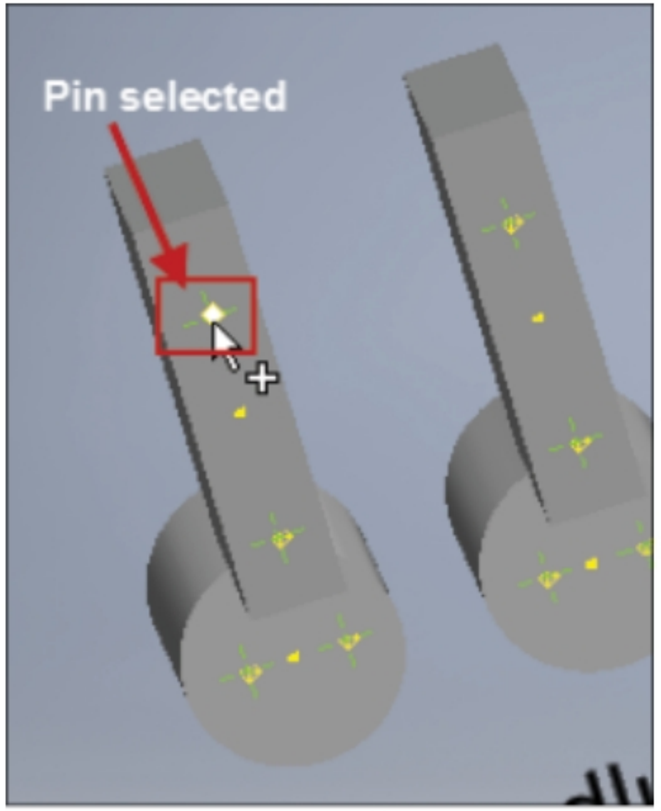

Figure-45. First pin selected
- Select the first pin to be connected by wire; refer to Figure-45.